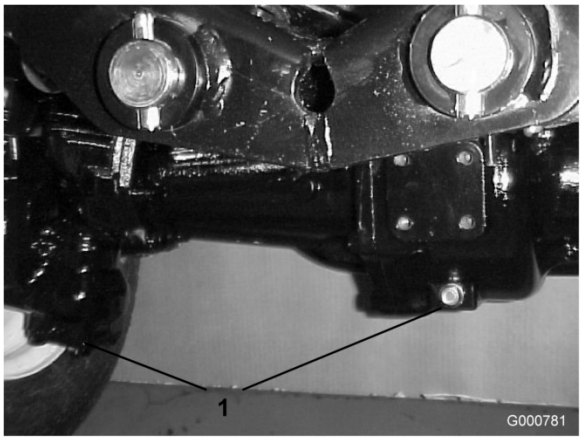

Figuur 57
2. Reinig de omgeving van de drie aftappluggen, (1) aan elke kant en (1) in het midden (Figuur 57).